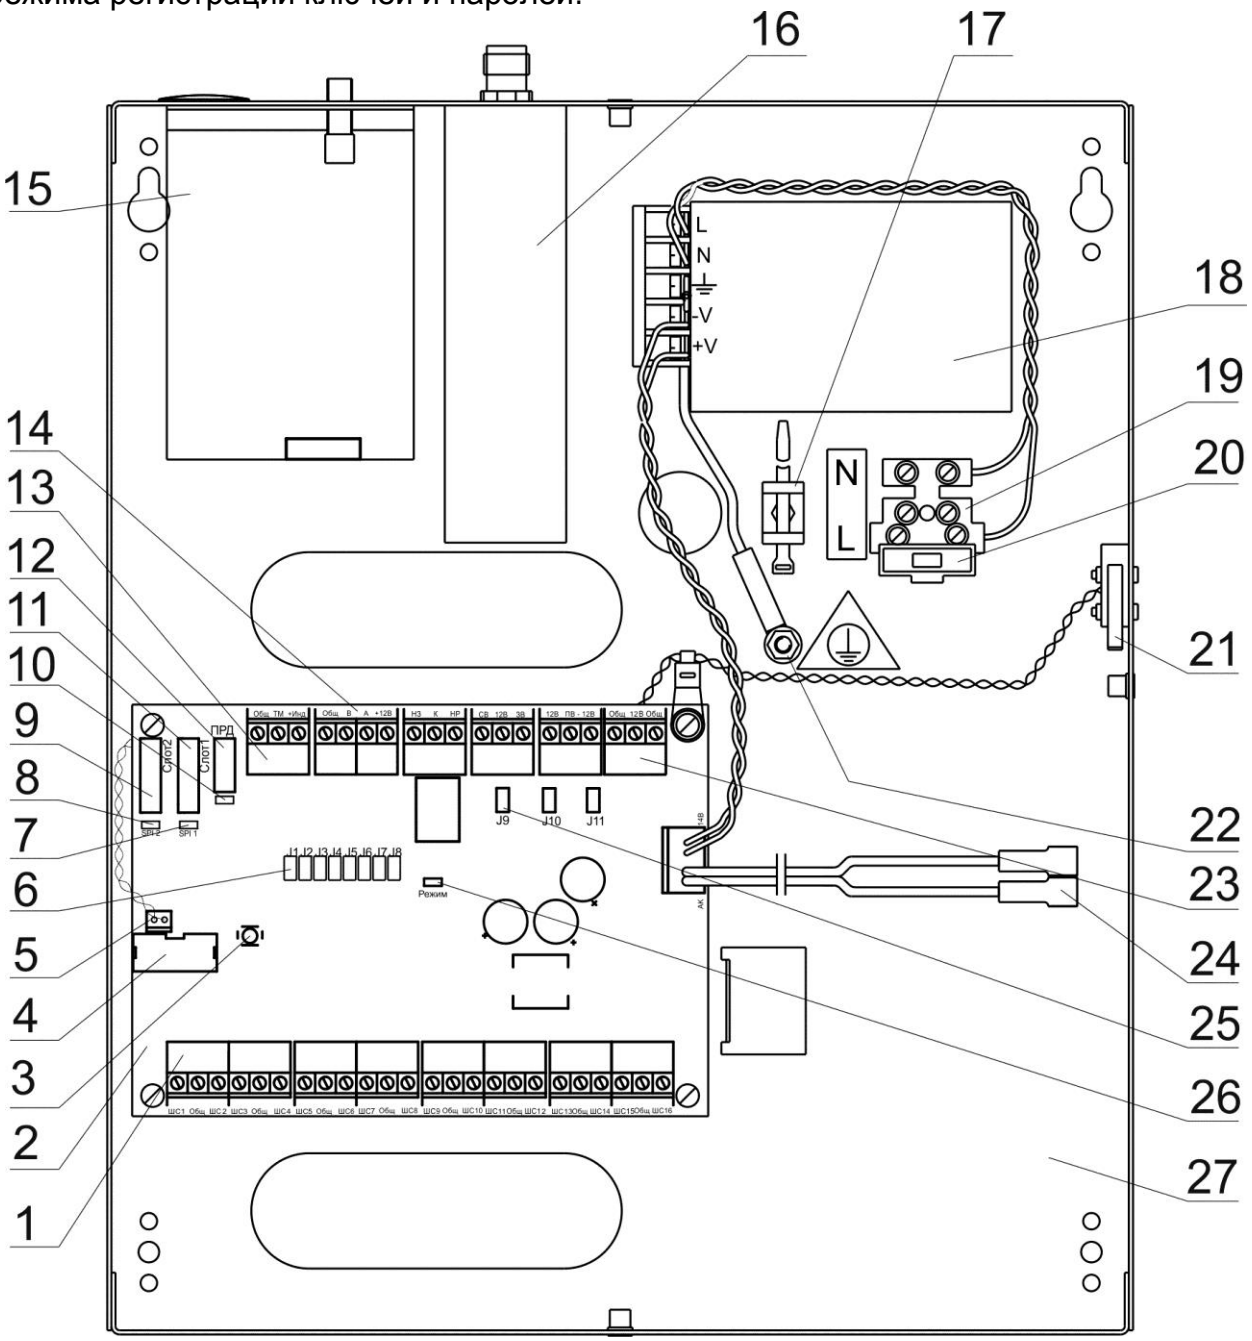

Рисунок 3 - Размещение узлов в кожухе прибора «Протон» для двухсторонней радио- и GSM-связи.
1.4.1.2 В кожухе прибора смонтированы (см. рисунок 3): печатный узел управления, источник питания 230/14В, контакт контроля вскрытия прибора (тампер).